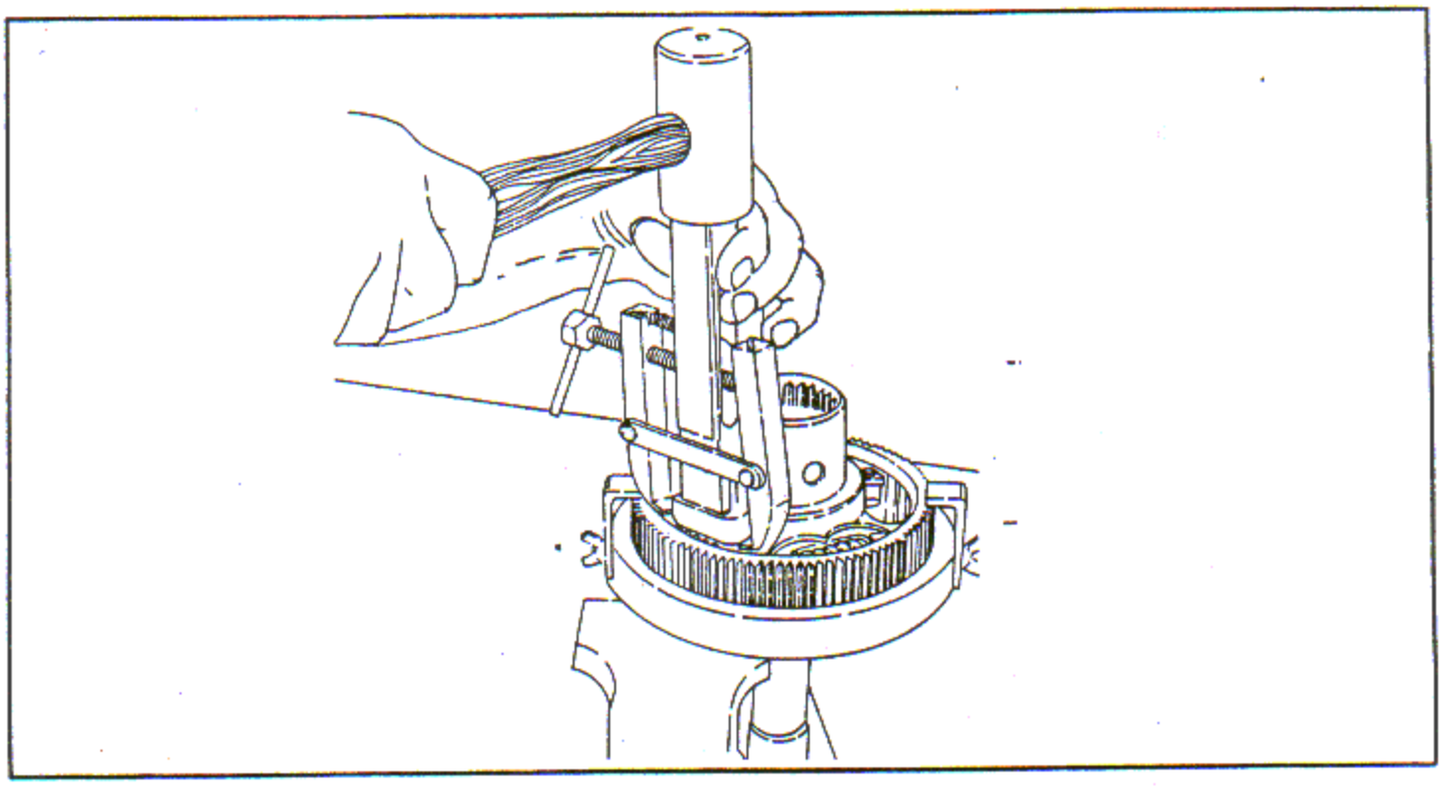

Figure 7-37. Installing Springs and Pins in Accessory Drive and Starter Shaft
d. When the pins and spring are in position, loosen the tool, remove the jaws from under the pins and rest them on top of the pins. Tap the springs into place. See figure 7-37. Install remaining pins and springs.